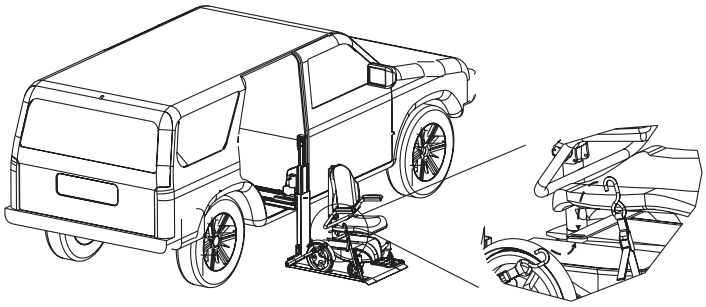

Figure 4-2
3. **Secure the Chair.** Each corner of the AL690 platform has a restraint attached, with a hook on the end. Place each hook in either the anchor plate slot or in each U-bolt. *[Figure 4-2]*